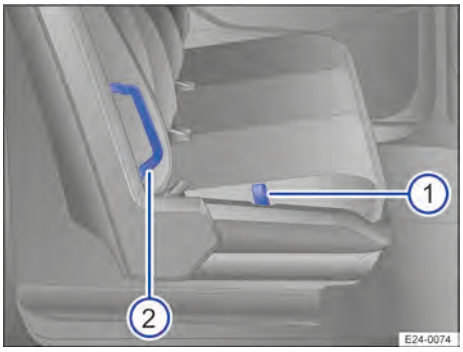

Bilde 75 Fleksibel skillevegg i sittebenkstilling.
1. Trekk og hold hempen → Bilde 75 ①.
2. Ta tak i håndtaket → Bilde 75 ② og trekk sittebenken forover.
2. Trekk og hold hempen → Bilde 75 ①.
3. Ta tak i håndtaket → Bilde 75 ②, trekk sittebenken bakover og trykk den ned.